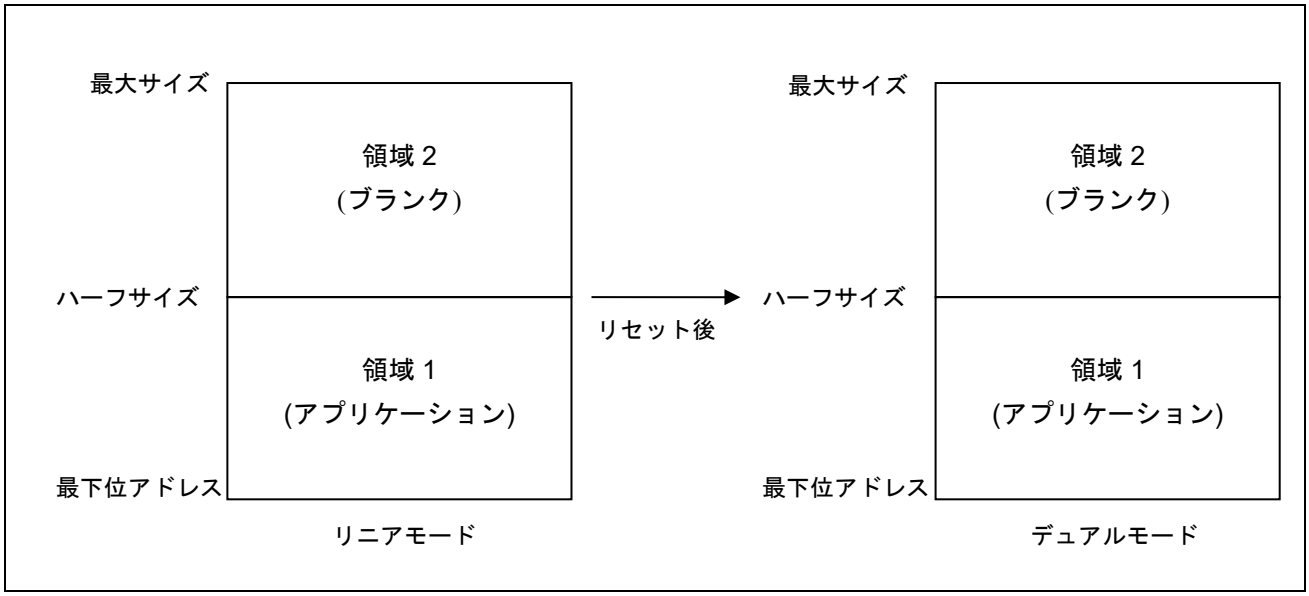

図 13.1 リニアモードでのデュアルモード用アプリケーションの書き込み
【条件】図 13.1 の領域 2 への書き込みは行わない
2. デュアルモードに設定されたオプション設定メモリ用のプログラムファイルおよび図 13.1 の領域 1 のプログラムファイル（アプリケーション）を書き込む
【備考】リニアモードからデュアルモードに変更する場合、図 13.1 の領域 2 はブランクであることが推奨されます。